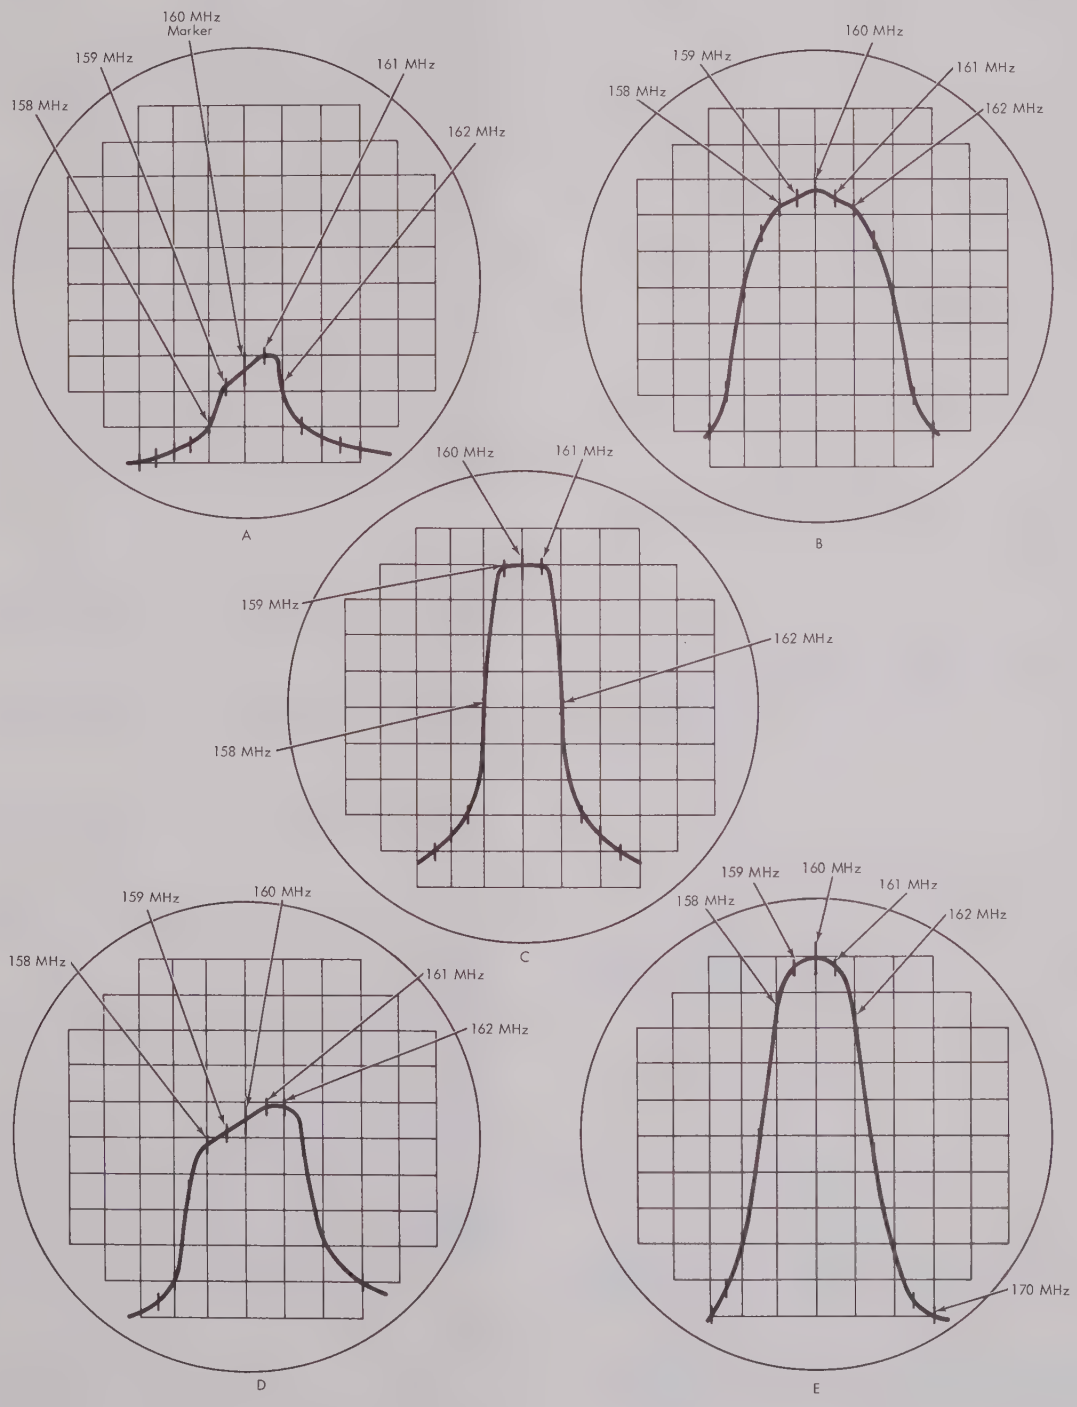

Figure 4-22. Typical Responses During Alignment of A1A1 and A1A2.
w. Tune capacitor A1A1C4 to peak the response at 160 MHz. Then detune capacitor A1A1C4 towards 150 MHz until the gain at 160 MHz drops approximately 1 dB (see figure 4-22 d).